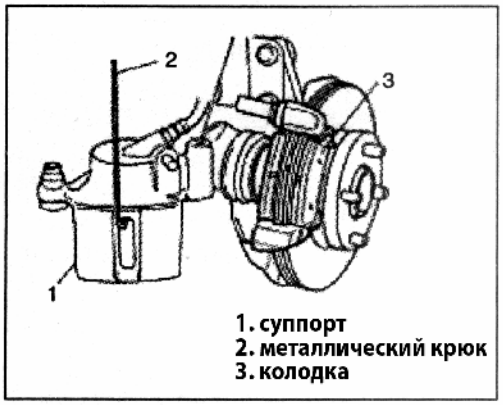

Рис. 634
**Во избежание повреждения тормозного шланга, суппорт необходимо подвесить на проволоке (Рис.634).**